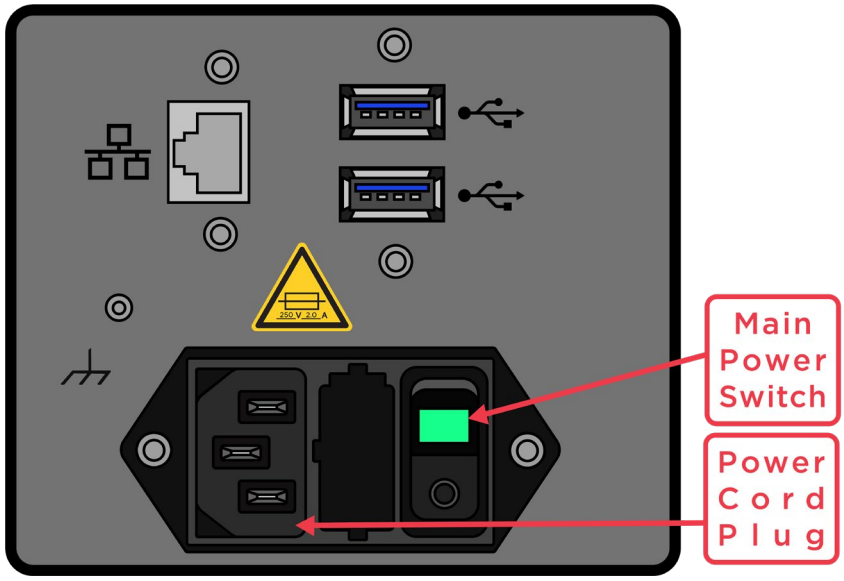

Figure 4. Main Power Switch
1. Plug the Main Power Cord into the instrument and an electrical outlet (Figure 4).
2. Turn on Main Power Switch located on back of instrument. An indicator on the switch lights when the power is on (Figure 4).